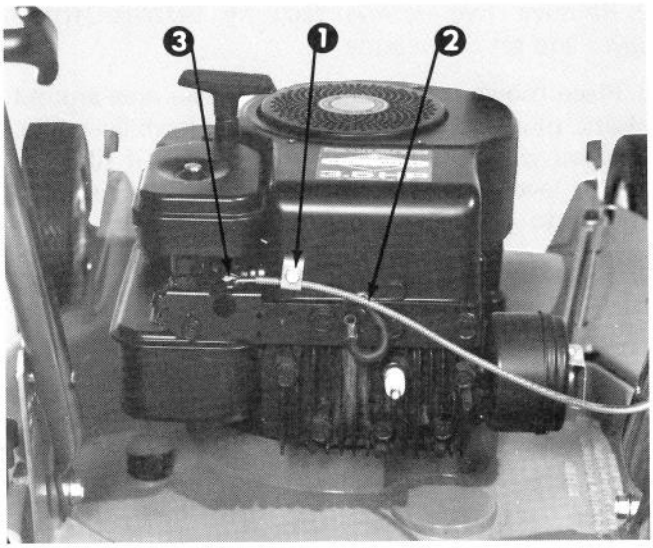

Figure 28
3. Loosen cable clamp screw until throttle cable is free to slide (Fig. 28).
4. Move carburetor control arm to the right until it contacts grounding bracket (Fig. 28). Pull throttle cable slightly to remove any slack, and tighten the cable clamp screw to lock the adjustment in place.